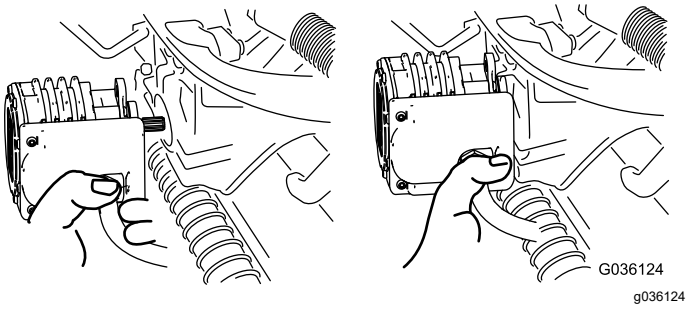

Figure 69
5. Amenez le moteur à la position de rangement sur l'avant du bras de suspension (Figure 69).